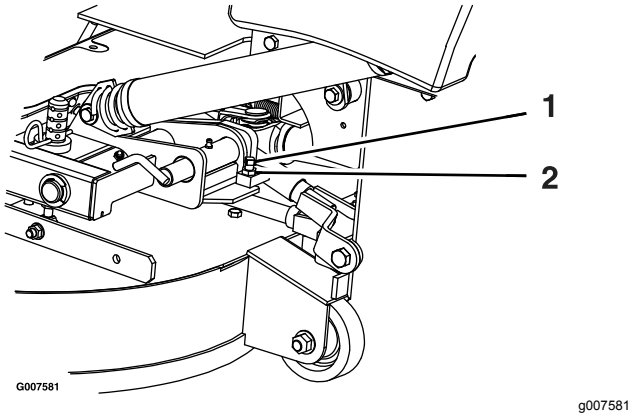

Figuur 81
2. Maak de contramoer los en draai de stopschroef rechtsom totdat de borgpen strak staat en niet met de hand kan worden gedraaid (Figuur 81).